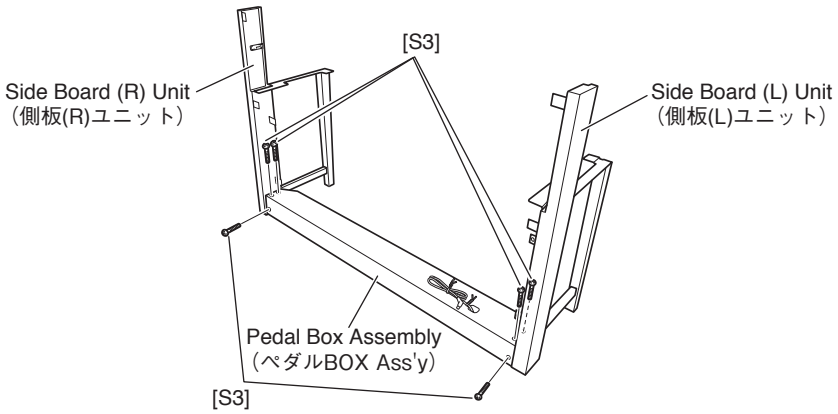

Fig.24（図 24）
27-4 Remove the six (6) screws marked [S3]. The pedal box assembly can then be removed. (Fig.24)
27-5 [S3] のネジを 6 本外し、ペダル BOX Ass'y を外します。(図 24)
When the pedal box assembly is removed, the side board units (L,R) can then be separated. (Fig.24)
ペダル BOX Ass'y を外すと、側板（L、R）ユニットが分離できます。(図 24)